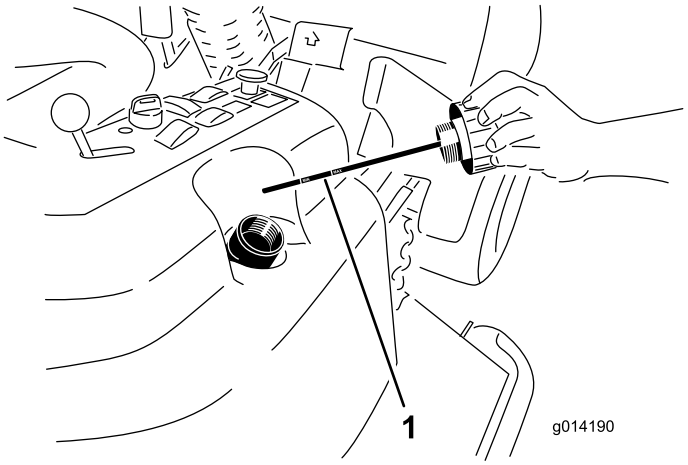

Figur 62
2. Afmonter hydraulikpåfyldningsdækslet (Figur 62) fra påfyldningsstudsen.
3. Tag målepinden ud, og aftør den med en ren klud (Figur 62).
4. Skru målepinden helt i påfyldningsstudsen, og tag den ud igen og kontroller væskestanden (Figur 62).